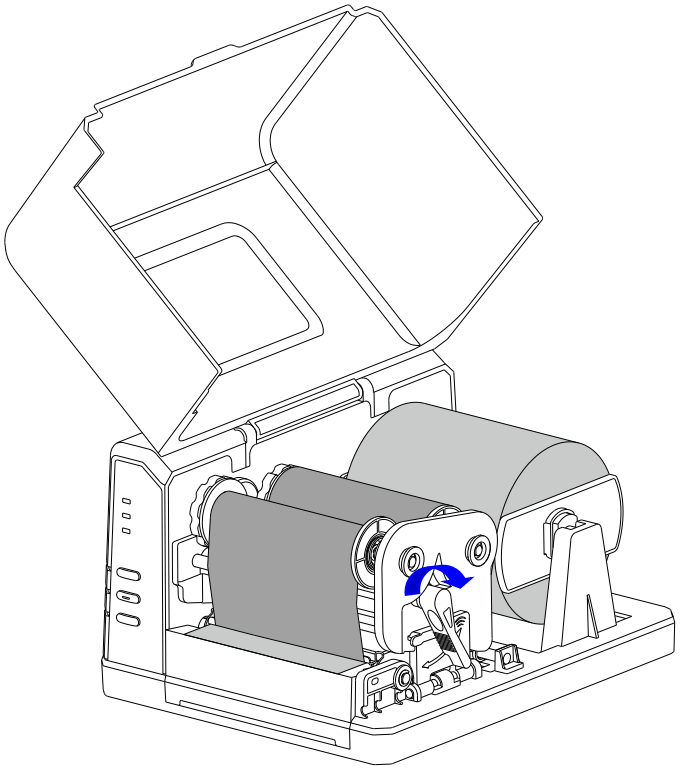

Figure 2-14 Lock the Flip Fastener
6. Close the Flip Fastener and turn the handle to the "close" position. See Figure 2-14.